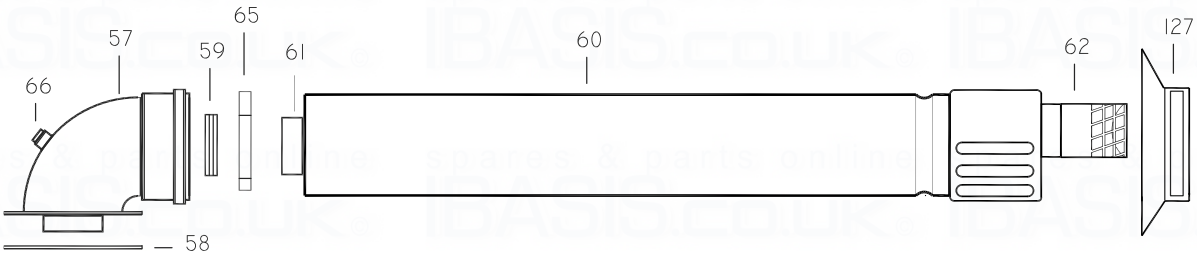

Fig. 20
5.7 INSTALLING THE APPLIANCE FOR SIDE FLUE OUTLET (Fig. 20).